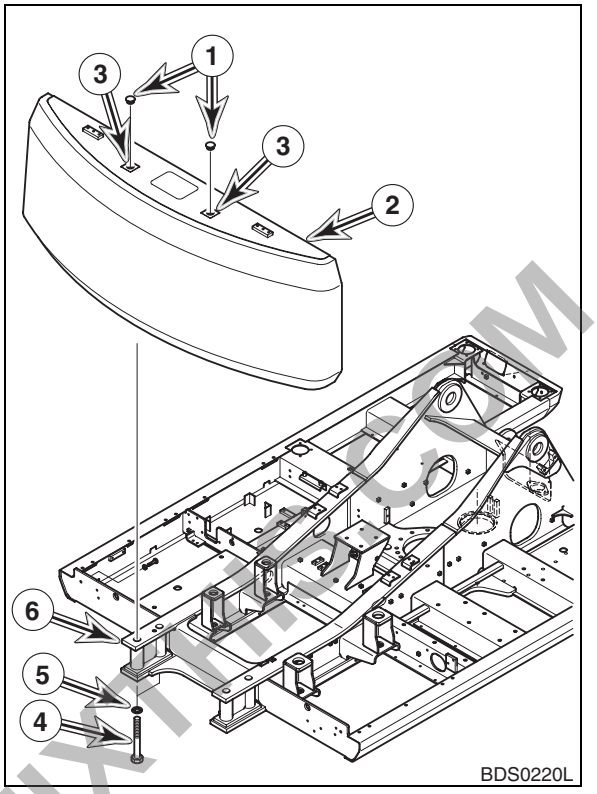
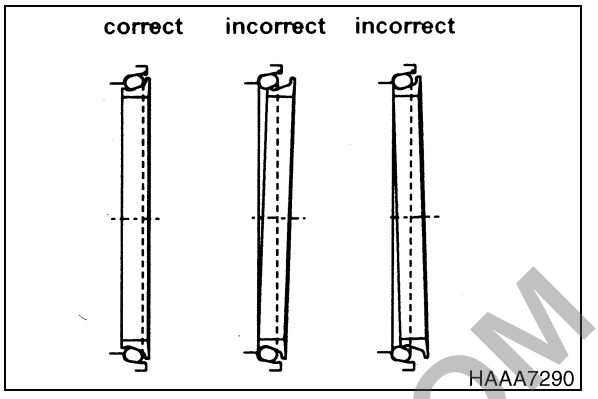

Figure 4
Figure 68
12. Remove two caps (1, Figure 4) from counterweight (2).
13. Install two lifting eyes in lifting holes (3, Figure 4).
14. Using a suitable lifting device capable of handling load, partially support counterweight (2, Figure 4) before beginning to loosen four bolts (4). Stop lifting with assist crane as soon as lifting slings are taut.
15. Remove four bolts (4, Figure 4) and washers/spacers (5) from counterweight (2).
16. When bolts (4, Figure 4) and washers/spacers (5) have been removed, lift counterweight (2) a very short distance above support frame (6) and stop. Check slings and make sure counterweight is being supported evenly.
Confirm that O-ring of floating seal (23, Figure 4) are not twisted and that floating seal is correctly installed. i.e. parallel as shown each other between housing (18) and motor casing after assembled. (See Figure 67 and Figure 68.)
NOTE: *This work should be done only when you have changed motor (casing), housing (18, Figure 4), bearing (19) or lock washer (21). Unless otherwise use the same shim as before.*
A. Evenly pressing on inner races of two bearings (19, Figure 4), measure the assembly width (A) of inner races.
B. Measure motor side assembly width (B) for bearings (19, Figure 4).
C. Measure width of groove (C) on motor.
D. Measure thickness (D) of lock washer (21, Figure 4).
E. When thickness of shim (20, Figure 4) to be used is placed as "S," the clearance "X" can be calculated as follows: X = (B+C) - (A+D+S).
F. Select a shim (20, Figure 4) so as the clearance "X" will be -0.080 mm (0.003 in) (interference) to +0.020 mm (0.001 in) (clearance) on this unit.